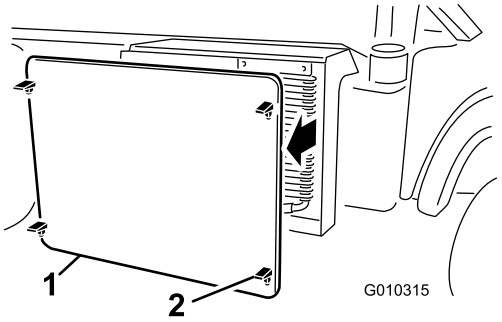

Rysunek 58
2. Odblokuj i zdejmij osłonę chłodnicy z przodu chłodnicy (Rysunek 58).